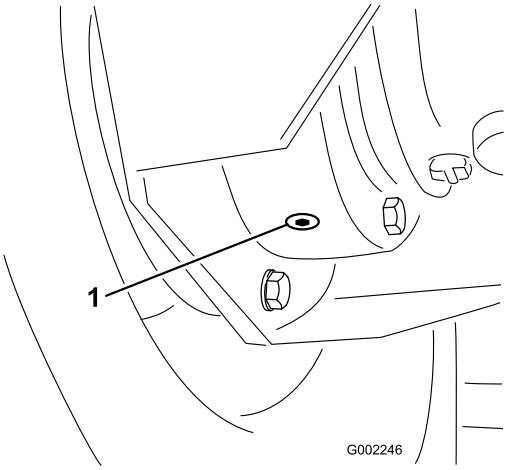

Figur 47
4. Ställ ett kärl under den inre avtappningspluggen och ta bort den (Figur 47).